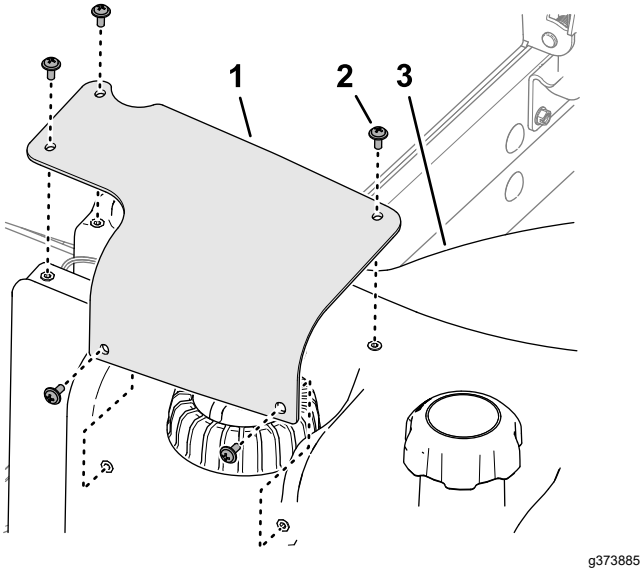

Figuur 91
2. Verwijder de 5 kruiskopschroeven waarmee de kap van de brandstofsensor is bevestigd aan de brandstoftank, en verwijder de kap (Figuur 91).